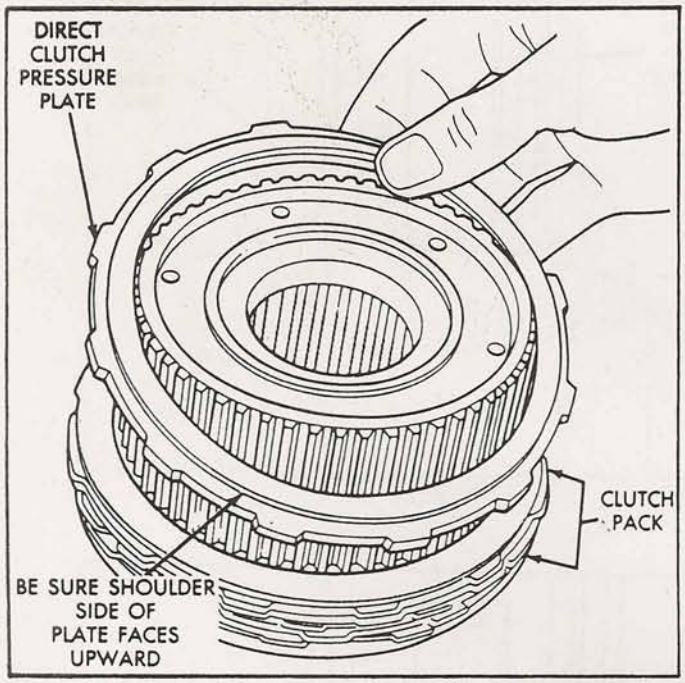

Figure 16
21. Install the first lined direct clutch plate over the hub and against reaction plate, followed by a steel plate until 6 lined plates and 5 steel plates have been installed (See Figure 16).
22. Install the direct clutch pressure plate on top of the last lined plate with the shoulder side of pressure plate up as shown in Figure 16.